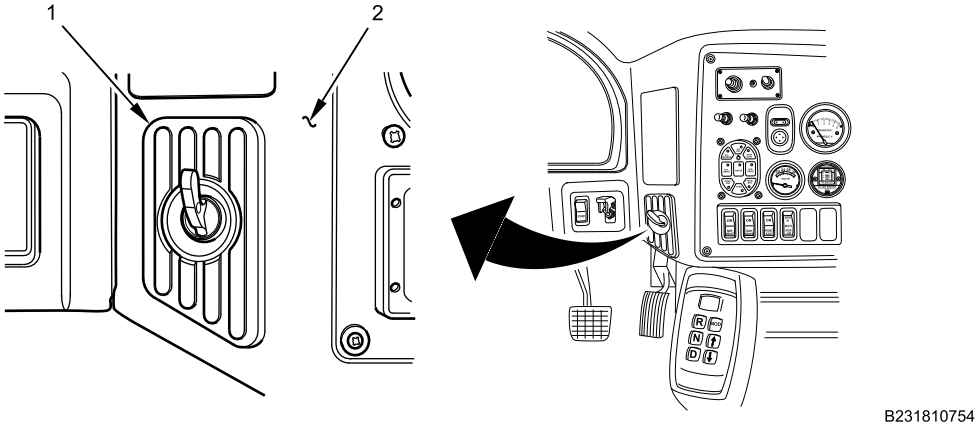

Figure 3. Engine Start Switch Cover.
3. Remove engine start switch cover (Figure 3, Item 1) from instrument panel center closeout (Figure 3, Item 2).